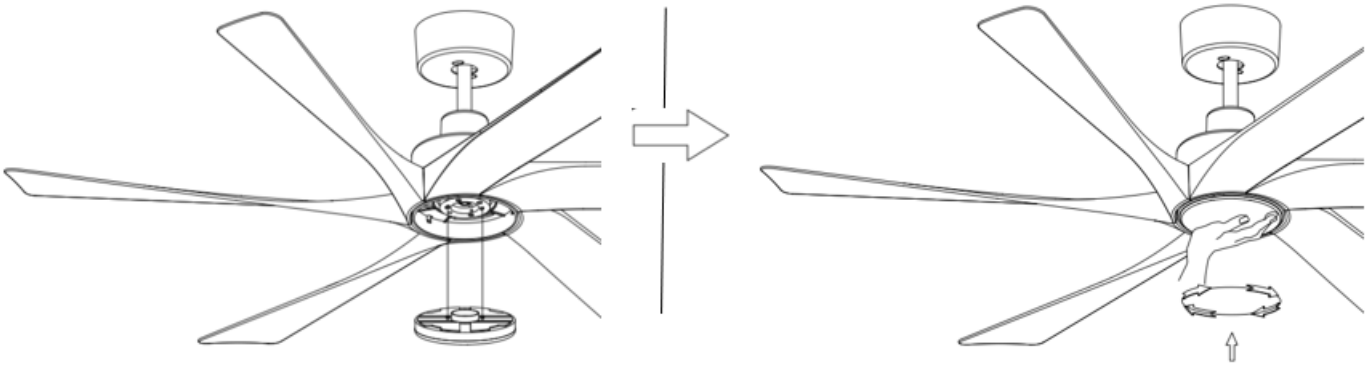

Fig. 10
- Install the Gx53 lamp on the fan assembly, then secure it by turning clockwise. (Fig.10)